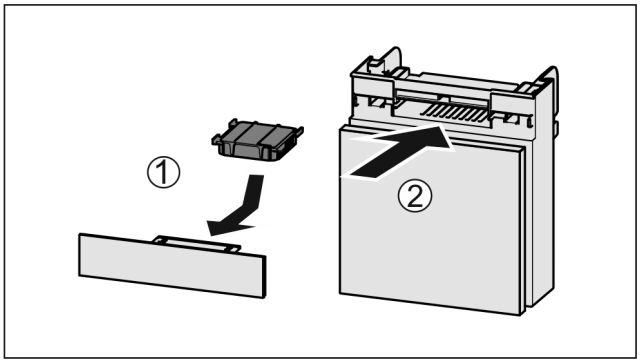

Fig. 55
▶ Aktivkohlefilter nach Abbildung einsetzen *Fig. 55 (1)*.
▶ Fach einschieben *Fig. 55 (2)*.